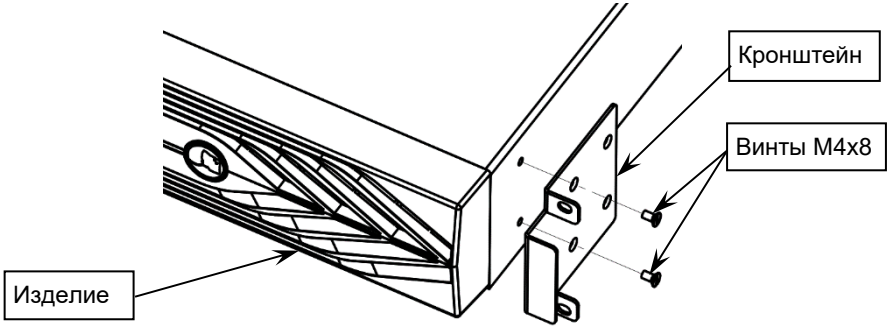

Рисунок 4 — Установка кронштейнов на корпус изделия
Изделие размещается на полке или угловых кронштейнах 19’’ стойки или телекоммуникационного шкафа и крепится с помощью двух монтажных кронштейнов (см. рисунок 4).
- при необходимости подключить более одного батарейного блока, каждый последующий батарейный блок подключается к предыдущему по схеме подключения первого блока к ИБП. Подключение каждого дополнительного батарейного блока осуществляется кабелем, входящим в его комплект поставки (см. рисунок 4).